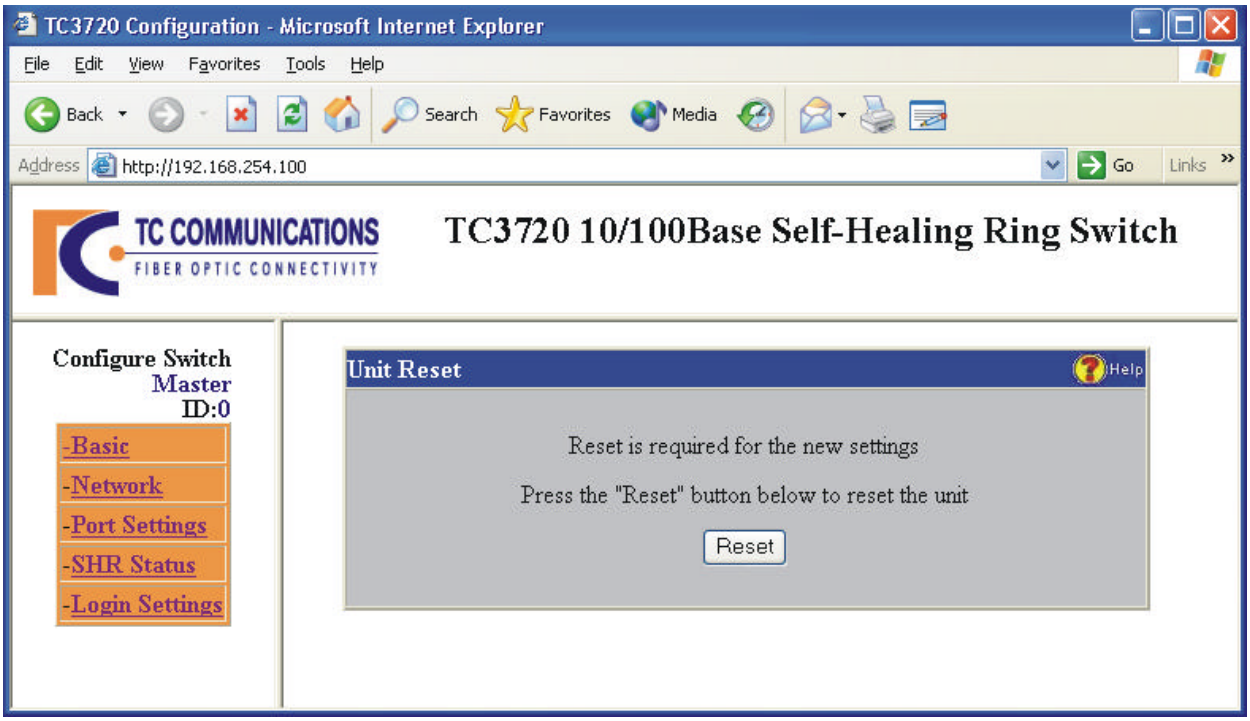

Figure 14. TC3720 New Settings Saved Window
***Note*:** A window as in figure 14, page 25 will pop-up asking you to reset the new settings. After you click "reset" all the changes will be saved. Then you will see a window asking you to refresh your browser or enter a new IP (only when you change the IP address) to continue the software configurations.
1. Enter the new username and/or password and click Apply. You will then see a window as in figure 14 on page 25. Click "reset" to save all the changes.